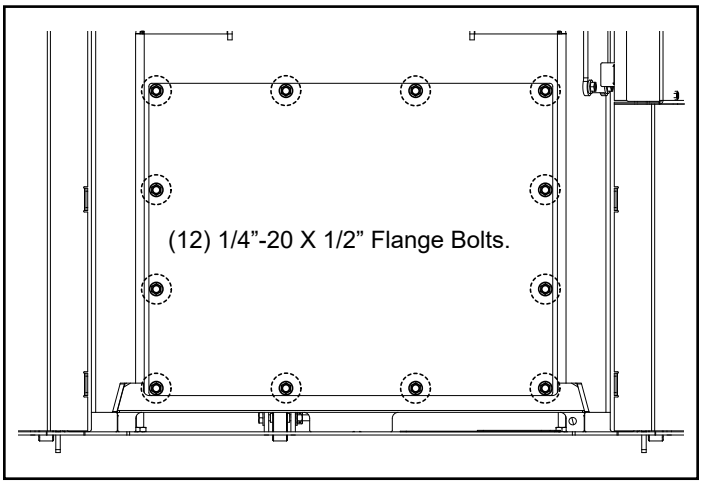

Figure 2
Remove (4) 1/4”-20 X 3/8” flange bolts. Figure 2.